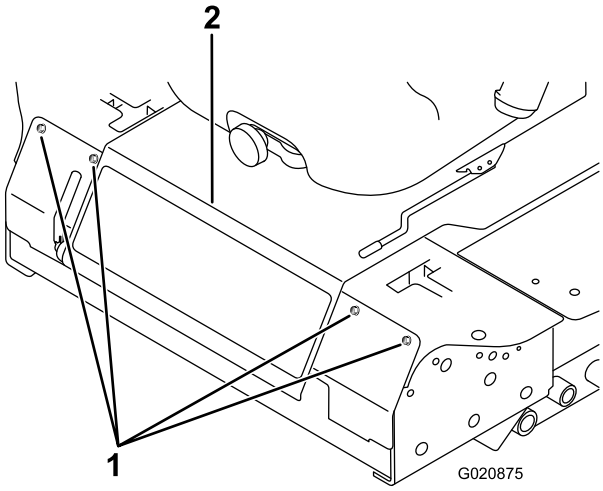

Figur 53
2. Lossa bultarna som fäster den främre panelen och ta bort den (Figur 53).